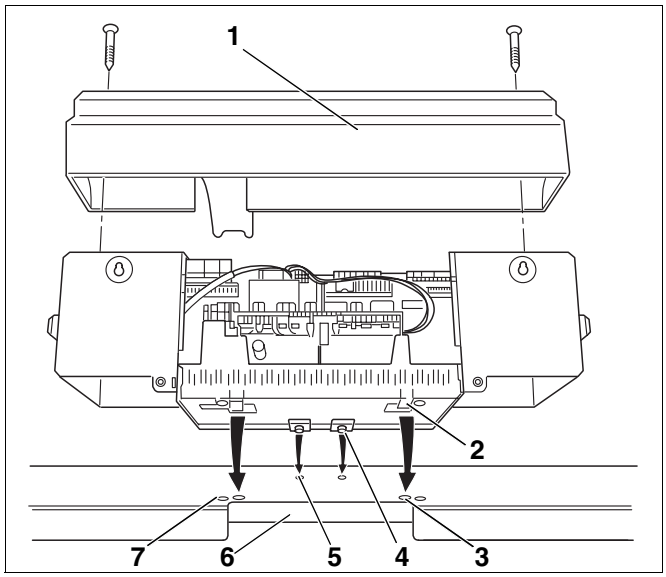

Fig. 34 Montaggio dell'apparecchio di regolazione
Nella fig. 34 sono rappresentati l'apparecchio di regolazione e la copertura anteriore (fig. 34, **pos. 1**) visti da dietro.
- Allentare entrambe le viti della copertura (fig. 34, **pos. 1**). Rimuovere la copertura dall'alto.
- Inserire l'apparecchio di regolazione sul davanti con i ganci d'inserimento (fig. 34, **pos. 4**) nei fori ovali della copertura caldaia anteriore (fig. 34, **pos. 5**).
- Tirare in avanti l'apparecchio di regolazione e poi piegarlo all'indietro. I ganci elastici (fig. 34, **pos. 2**) devono scattare dietro nelle aperture rettangolari della copertura caldaia anteriore (fig. 34, **pos. 3**).
- Avvitare lo zoccolo dell'apparecchio di regolazione a sinistra e a destra del canale passacavi (fig. 34, **pos. 6**) sulla copertura anteriore della caldaia attraverso i fori con due viti autofilettanti (fig. 34, **pos. 7**).
- Montare nuovamente la copertura (fig. 34**,** pagina 37) sull'apparecchio di regolazione.
- Assicurare la copertura dell'apparecchio di regolazione con le viti (fig. 34**,** pagina 37).